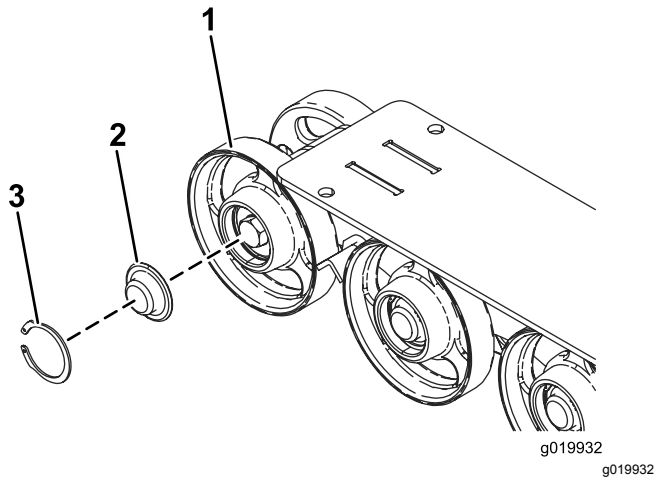

Figuur 51
5. Verwijder de snapring en dop van een wegwiel (Figuur 51).
6. Controleer het smeervet onder de dop en rond de pakking (Figuur 51). Als er geen vet is als het vet vuil of zanderig is, verwijder dan al het vet, vervang de pakking en breng nieuw smeervet aan.
8. Plaats de ingevette wegwieldop op de kop van de bout (Figuur 51).
9. Zet de wegwieldop vast met de snapring (Figuur 51).